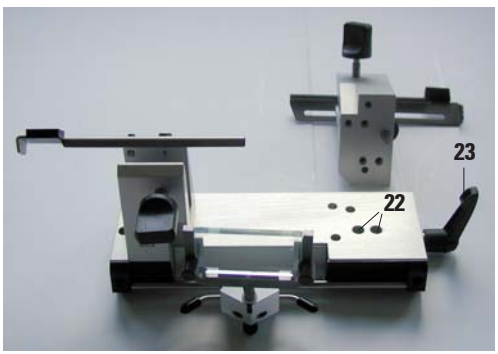

Abb.11
2. Hebel (**23,** Abb. 11) auf der rechten Seite des Messerhalters lösen und Freiwinkel von 0 wählen. Dazu Zahl 0 zur Indexmarke **(25)** ausrichten. Hebel (**23**, Abb. 11) wieder klemmen. Ist das Scheidergebnis nicht zufriedenstellend, Freiwinkel in 1°-Schritten erhöhen, bis das Ergebnis optimal ist.
Zuerst einen Freiwinkel von 0 einstellen. Dazu Hebel (**23**, siehe Abb. 11) lösen und die Indexmarke **(26)** auf die Zahl 0 der Freiwinkelskala **(27)** einstellen. Hebel **(23)** schließen. Wenn die Ergebnisse nicht zufriedenstellend sind, in 1°-Schritten den Freiwinkel langsam erhöhen, bis das Ergebnis optimal ist.